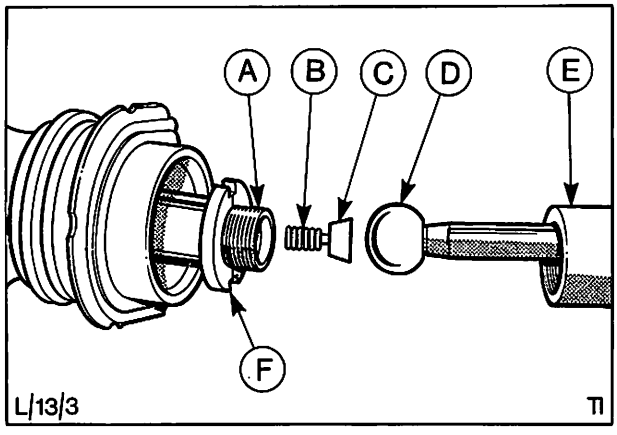

Abb. 34 Innerer Kugelkopf der Spurstange
4. Spurstangen, Kugelkopfgehäuse, Kontermuttern, Kugelpfannen, Unterlegscheiben und Druckfedern entfernen, Abb. 34.